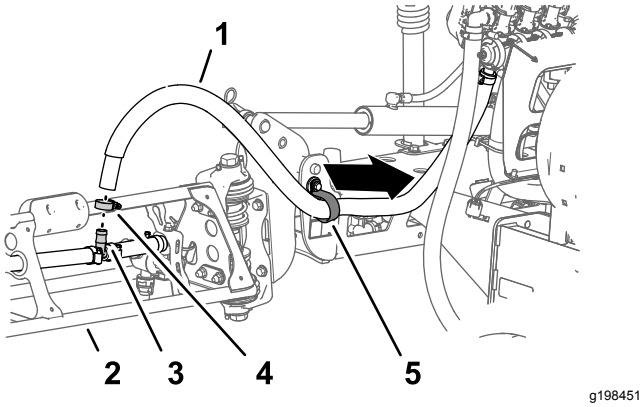

Rysunek 33
1. Przy zewnętrznej sekcji zraszania odłącz zacisk węża mocujący przewód sekcji zraszacza do trójnika z występem (Rysunek 33).
2. Zdjąć wąż z trójnika (Rysunek 33).
3. Zdjąć wolny koniec węża z zacisku R (Rysunek 33).